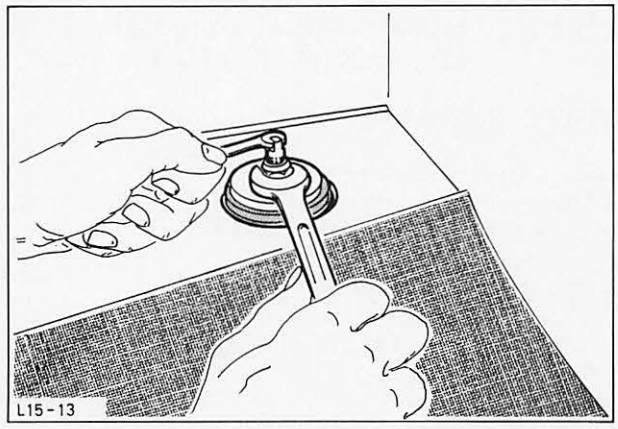

Abb. 152 Stoßdämpfer an Bodengruppe montieren
8. Stoßdämpferbolzen durch die Aufnahmebohrung der Bodengruppe führen. Druckscheibe auflegen, Mutter festziehen, Abb. 152 und Schutzkappe aufstecken.